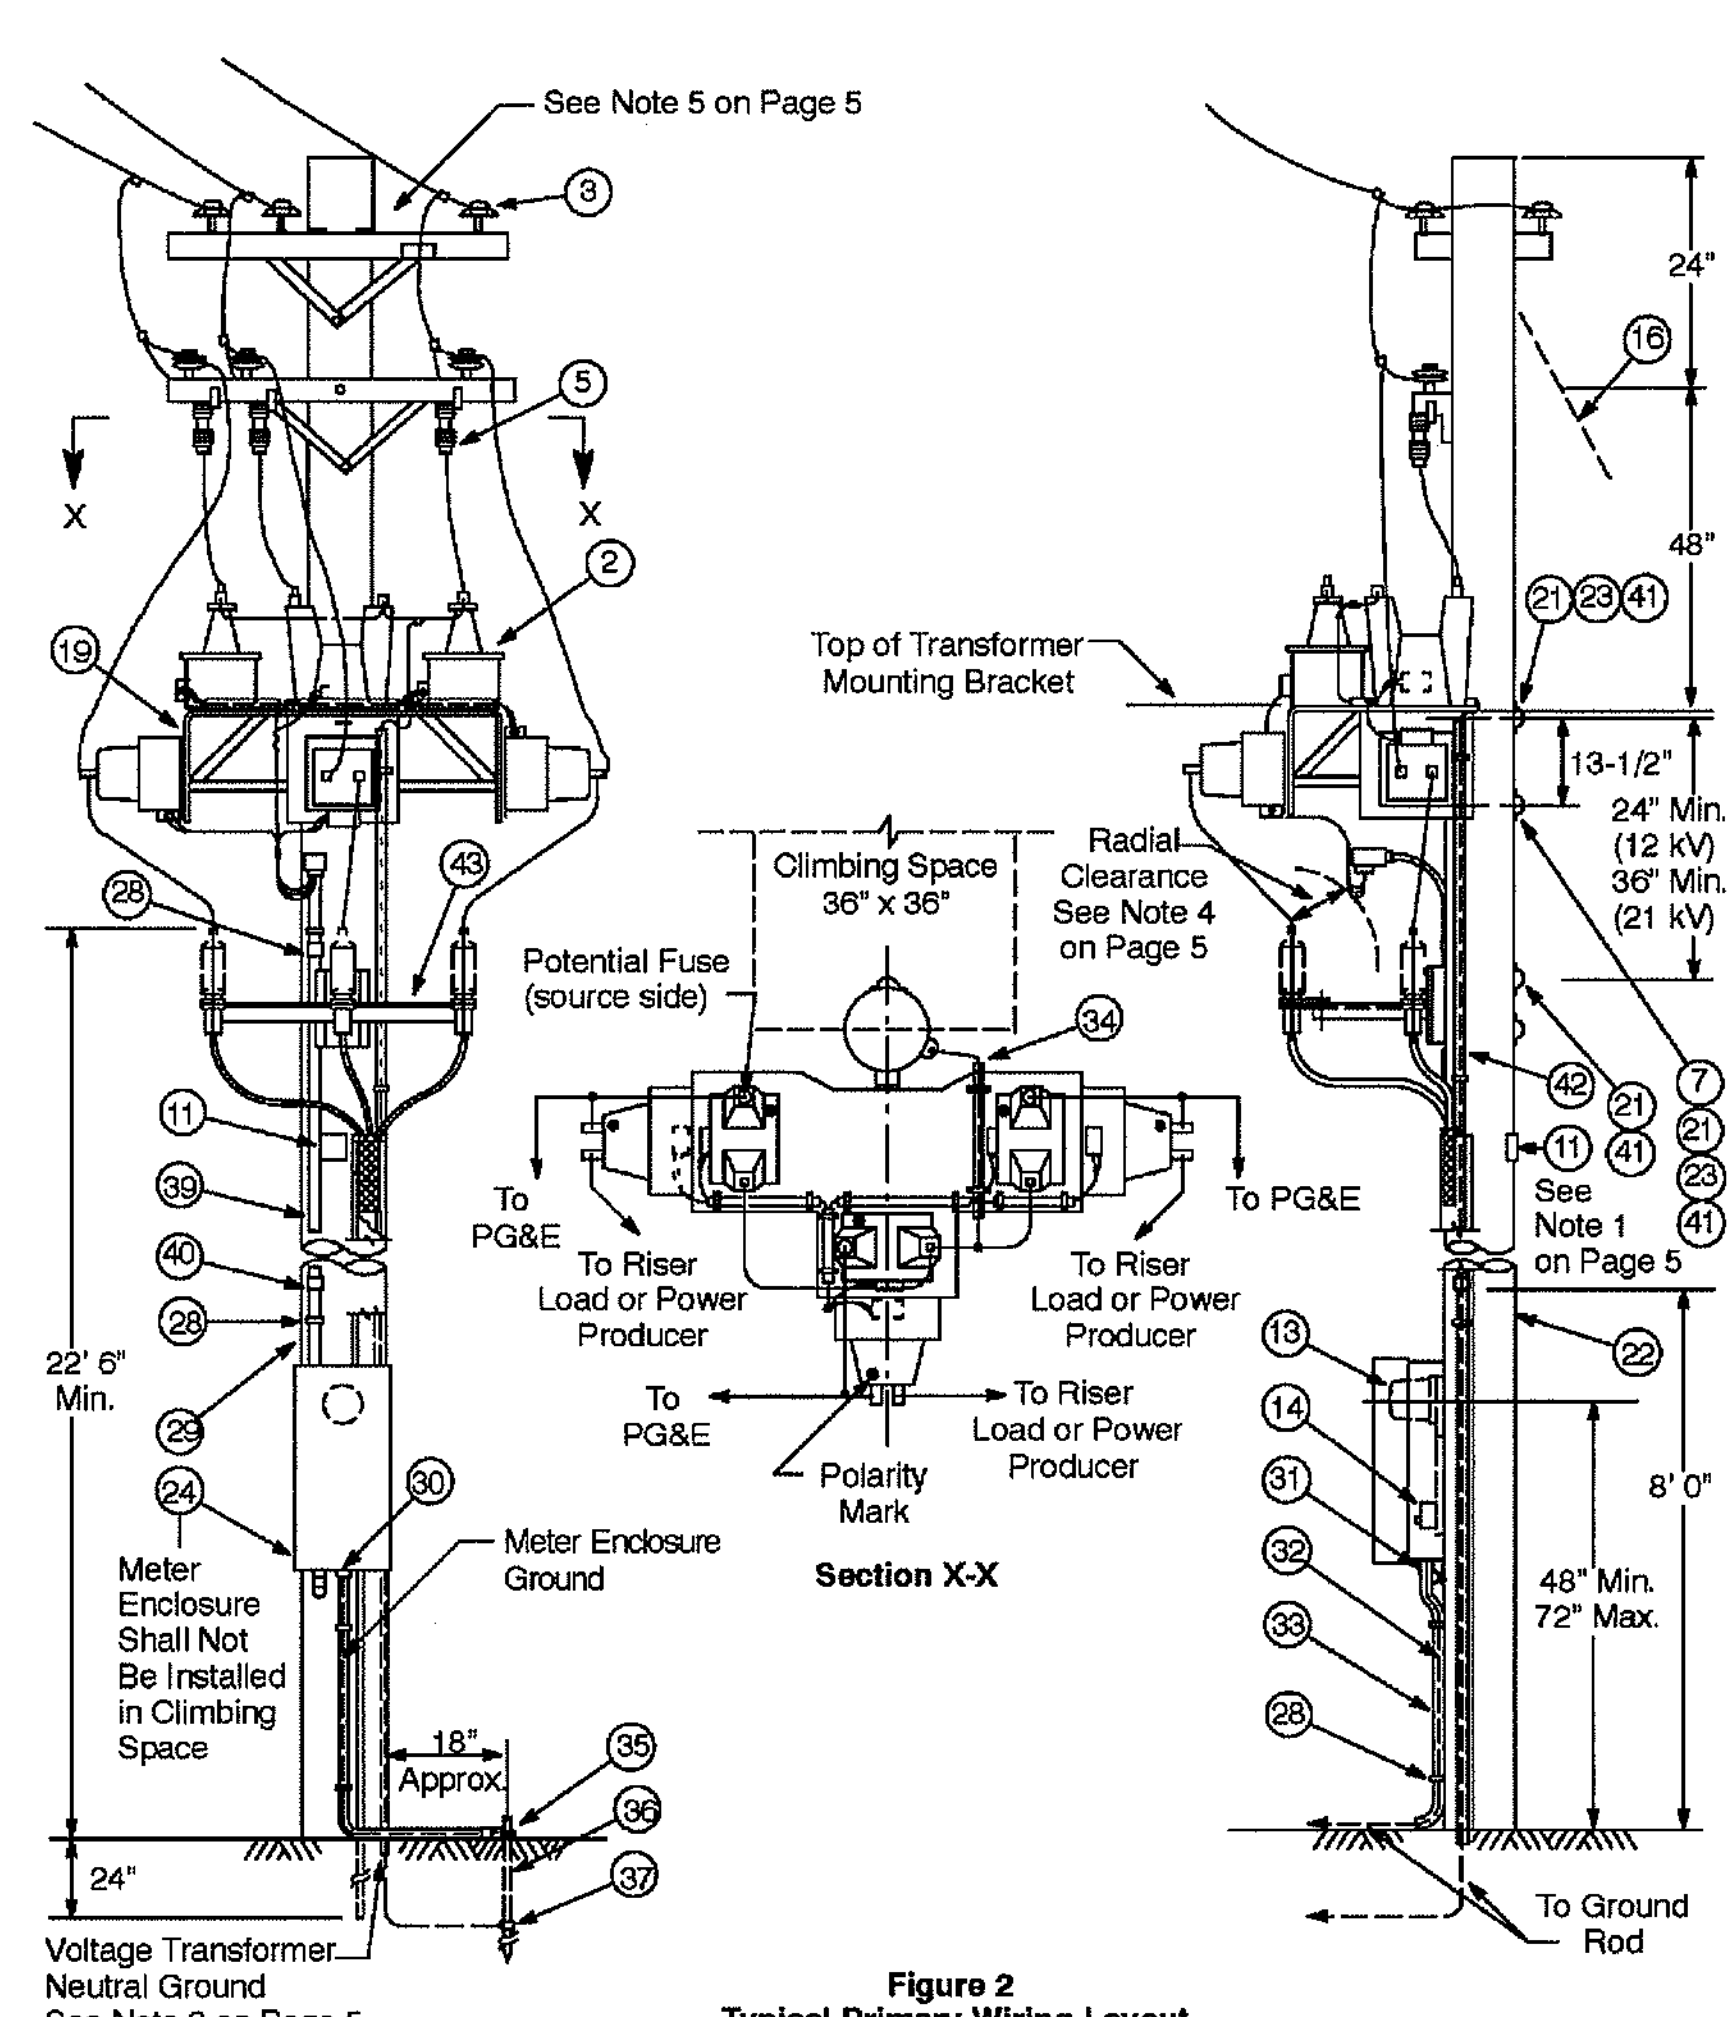

Figure 2
5. The primary conductor open point may be constructed using flying bells (Figure 1 on Page 4), slack span dead-end construction (Figure 2 on Page 6), tension dead-end construction (Document 015116), or air switch (Document 066195).